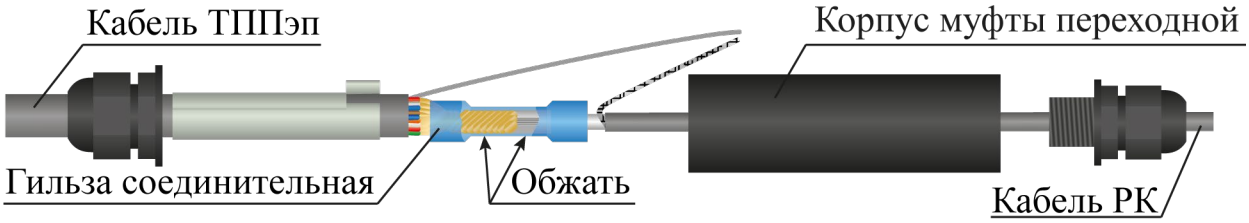

Рисунок 4.27
– в ответное отверстие гильзы вставить зачищенные концы кабеля ТППэп. Гильзу обжать с помощью специального инструмента со стороны кабеля ТППэп (рисунок 4.27);